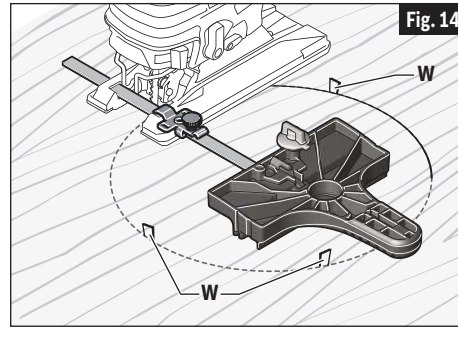

Fig. 14
- Placez de petits coins (**W**) dans la coupe comme illustré à la Fig. 14, afin d'empêcher le cercle intérieur de s'étendre lorsque vous approcherez de la fin de la coupe.